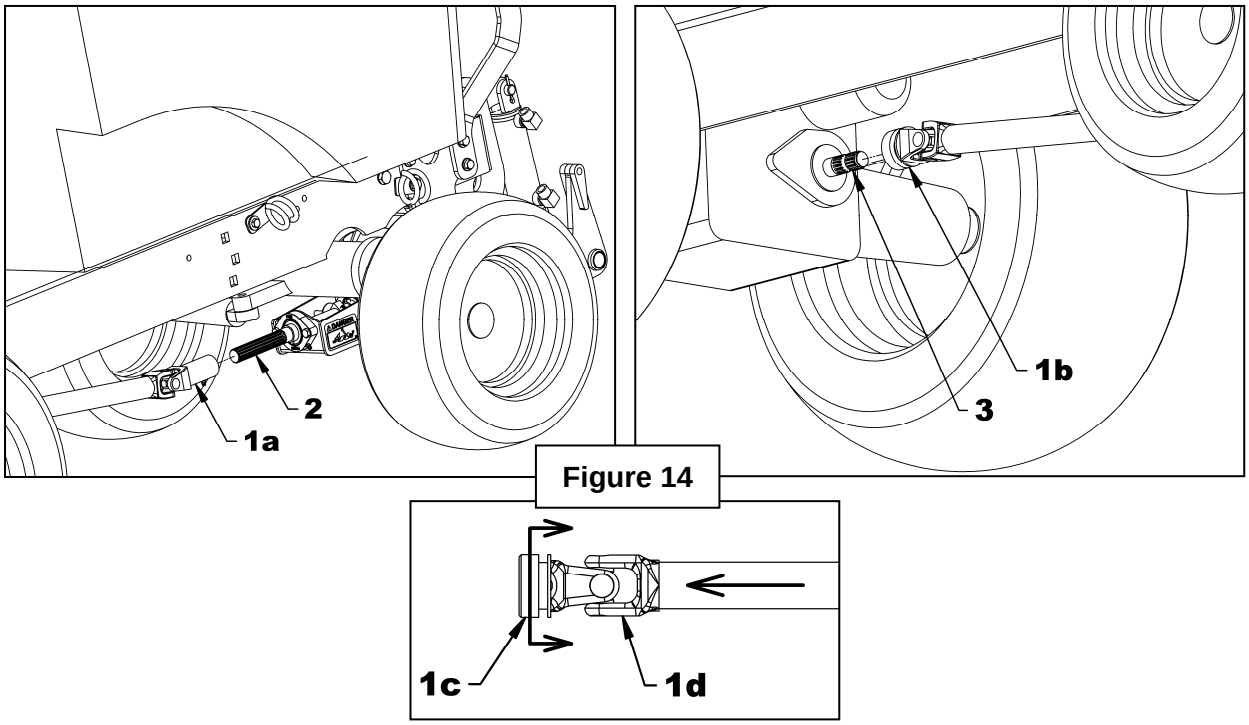

Figure 14
1. **Figure 14:** After completing the installation of the subframe on the tractor attach the longest yoke of the fixed driveline (item 1A) to the tractor's output shaft (item 2).
2. **Figure 14:** Disengage the locking collar (item 1) by pulling it back and push on the yoke (item 1d) to connect the driveline to the tractor PTO (item 3). Release the yoke and make sure the locking collar is back in its proper position. Pull and push on driveline to make sure it's securely locked.